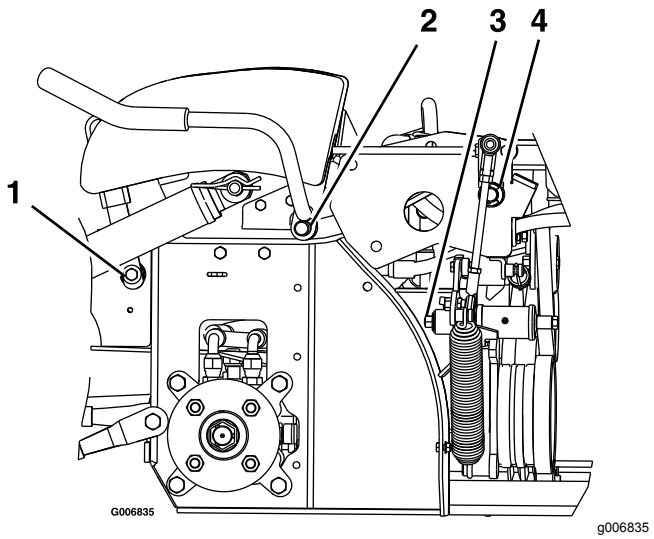

**Figuur 33**
3. Smeer de bronzen bussen van het scharnierpunt van de remhendel met smeermiddel in een spuitbus of met een lichte olie (Figuur 33).